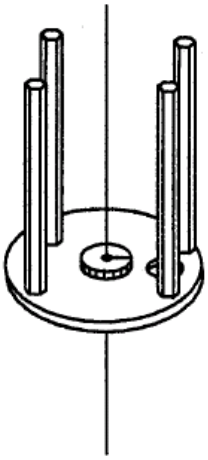

Fig. 11
- L'anello viene centrato in fabbrica. Qualora fosse necessaria un'ulteriore regolazione, fare attenzione a quanto riportato di seguito (fig. 11):